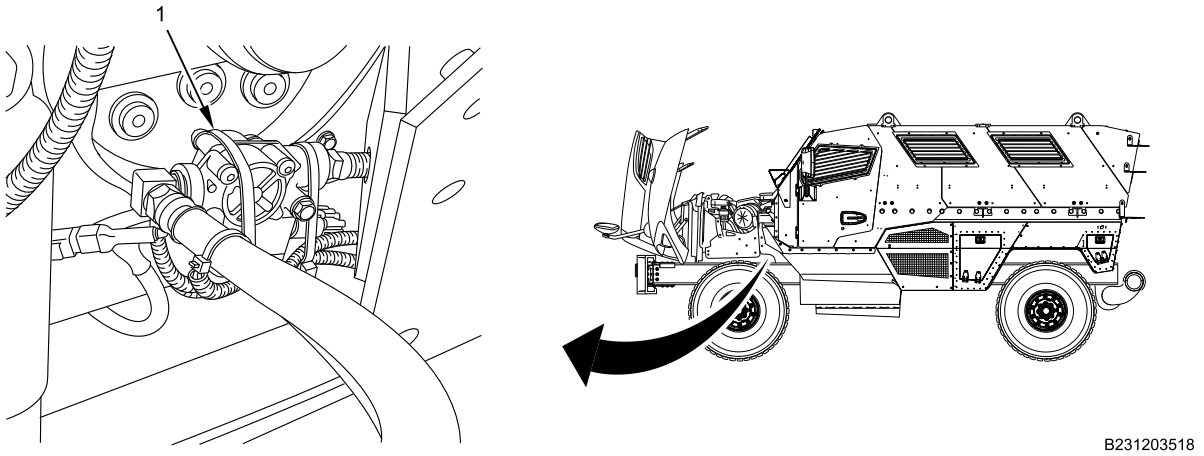

Figure 1. Cable Lock Strap.
1. Remove and discard cable lock straps (Figure 1, Item 1) as necessary.